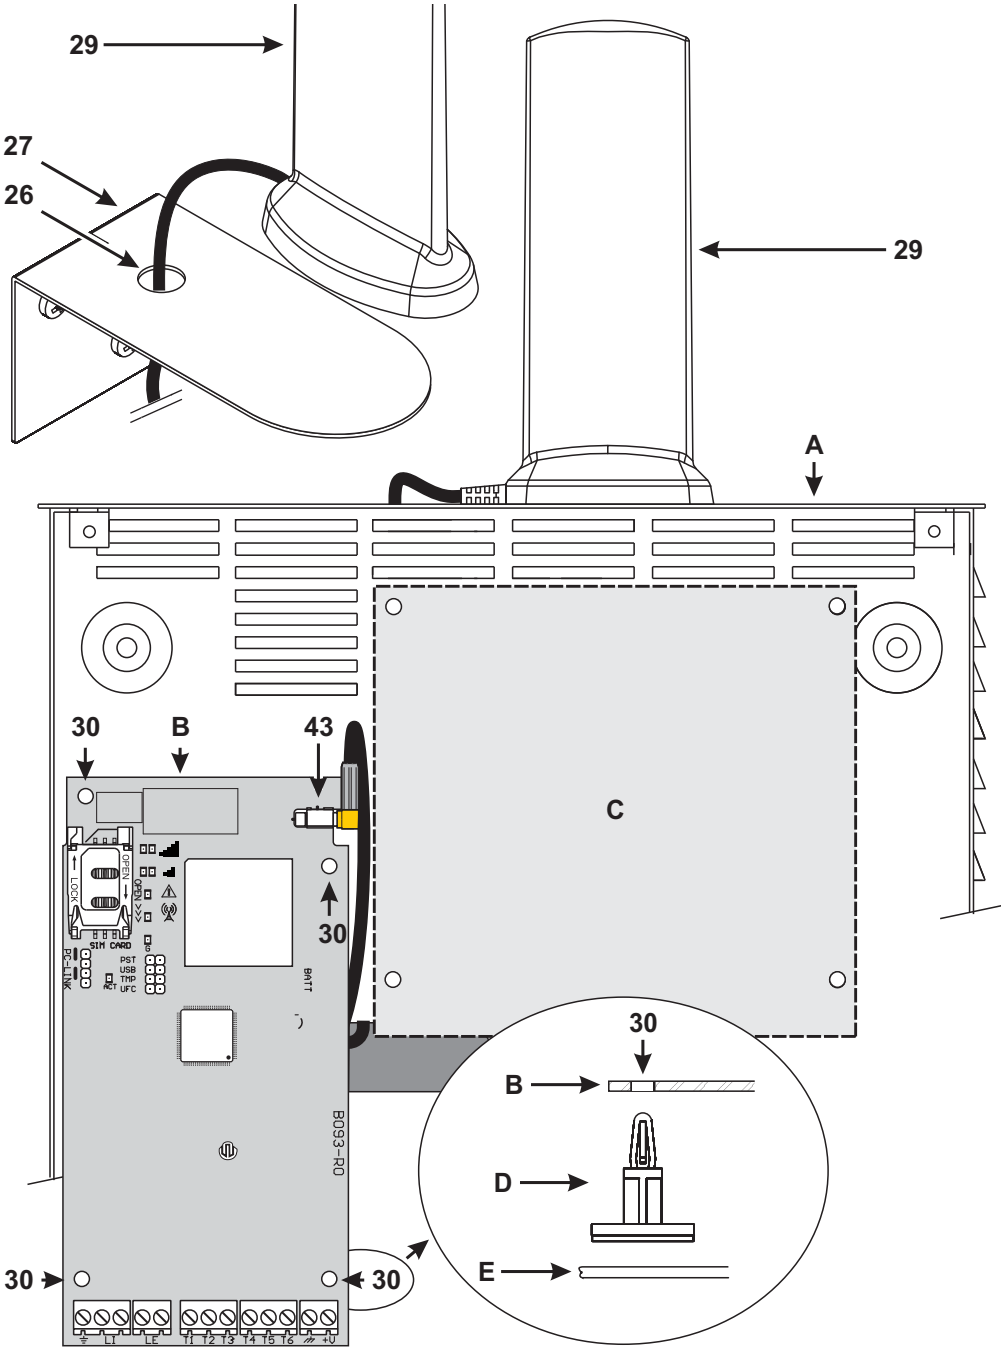

Figure 3 – Installing the kit communicator: A) metal housing; B) communicator board; C) panel motherboard; D) adhesive plastic mount; E) base of metal housing.
To install the kit version, proceed as described below and in figure 3.
3. Mount the four provided adhesive plastic mounts into holes 30 of the communicator, as shown in figure 3.